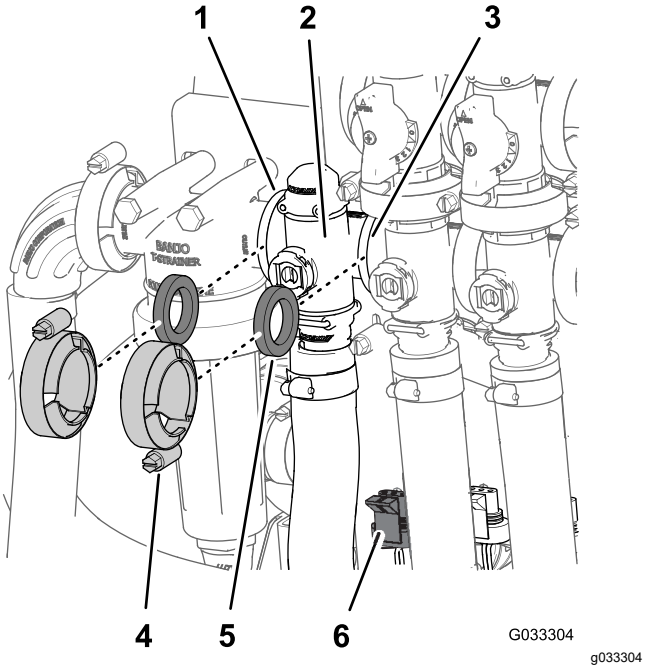

Figur 68
1. Ta bort klämmorna och packningarna som håller fast sprutmängdsventilens grenrör (Figur 68).